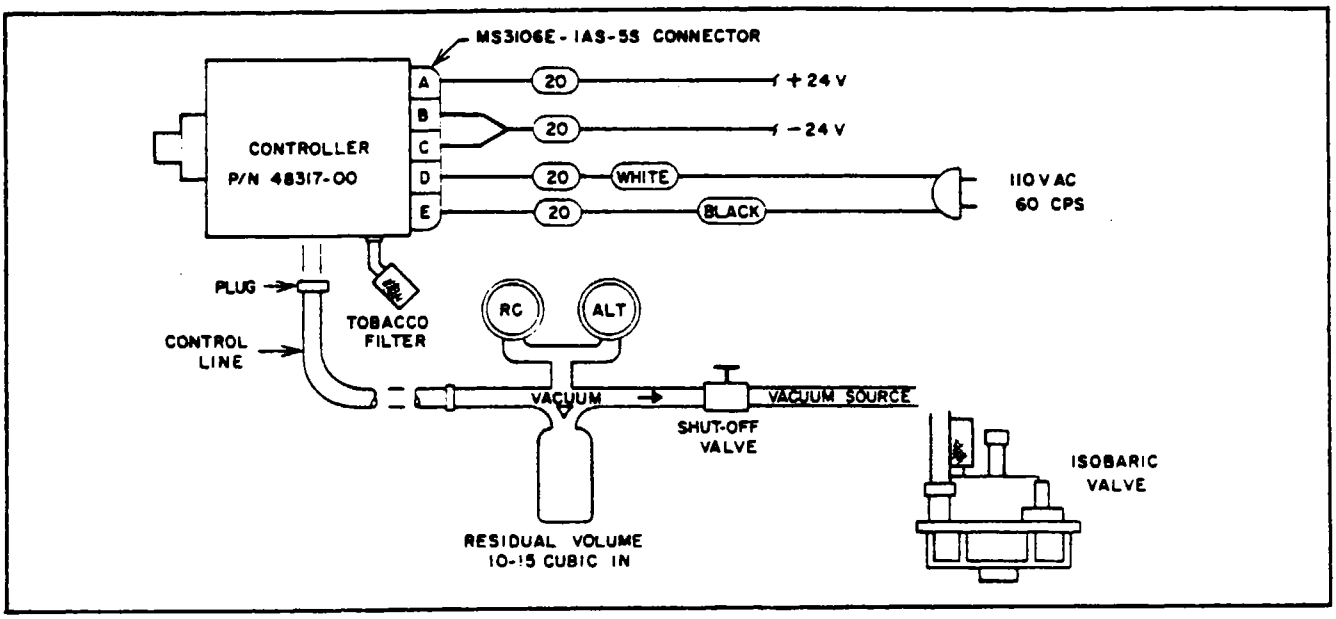

Figure 13-60. Cabin Altitude Controller (Typical)
a. Connect electrical test harness, which may be fabricated as per Figure 13-60, to controller
13-167. VACUUM CHECK OF THE CABIN ALTITUDE CONTROLLER. (Refer to Figure 13-60.)
13-168. VACUUM RELIEF CHECK FOR CABIN ALTITUDE CONTROLLER. (Refer to Figure 13-60.)